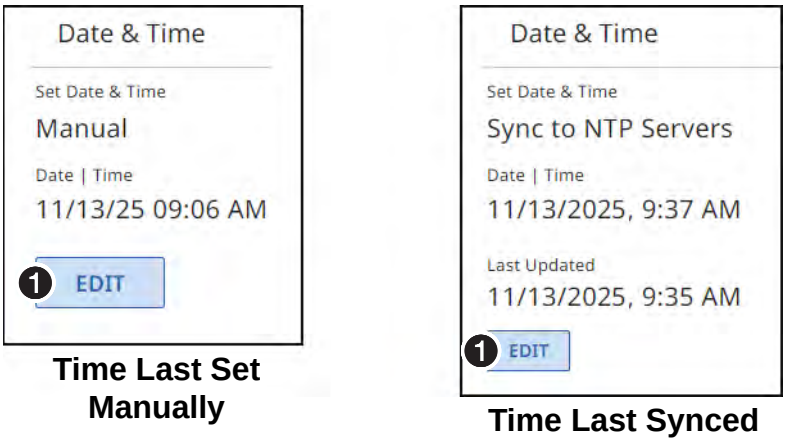
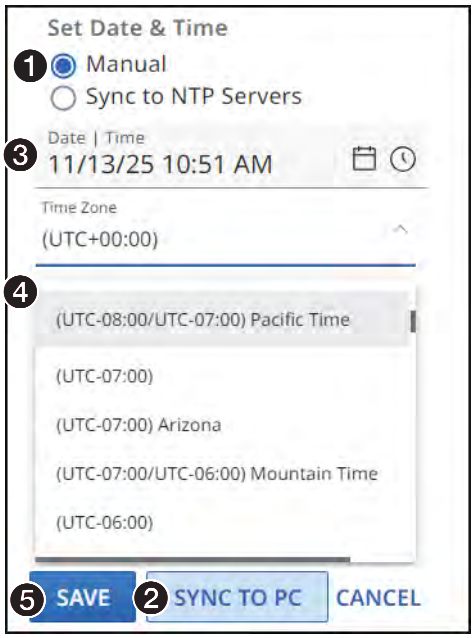
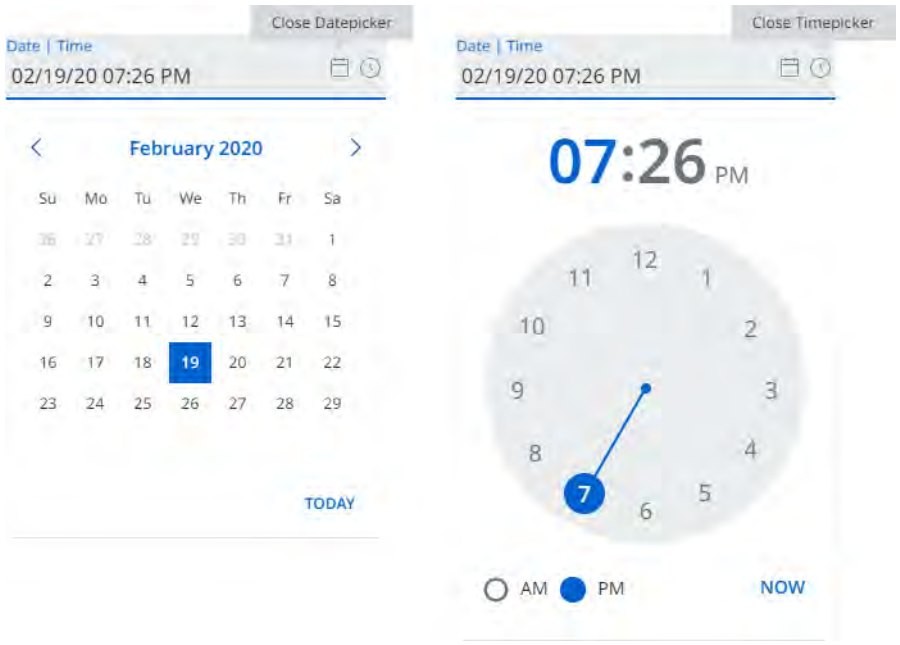
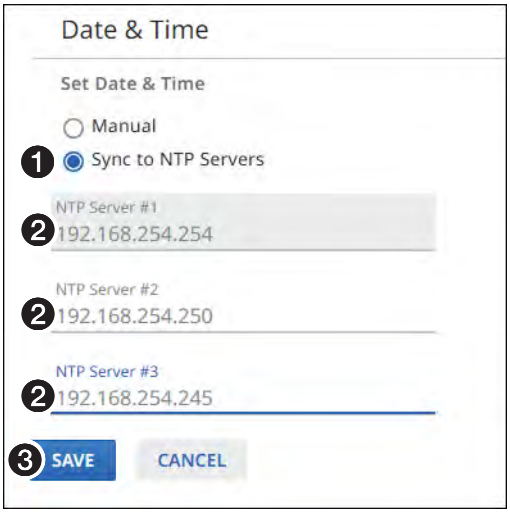

Figure 60. Date & Time Selection
Figure 61. Set Time Manually
Figure 62. Using Datepicker and Timepicker Tools
Figure 63. Sync Time with Server
The Date & Time selection on the General page (see **figure 57**) opens a read-only pane showing date and time settings (see figure 60) and how these settings were last updated (manually or synced with NTP servers). The date and time can be edited by clicking the **EDIT** button (❶). An editable pane opens (see "Set time manually —" and figure 61 and **Sync time with server** and **figure 63**).
NOTE: Or you can click the **`Datepicker`** (▭) or **`Timepicker`** (◷) icons (see **figure 61**) and use those tools to set the date and time (see figure 62).